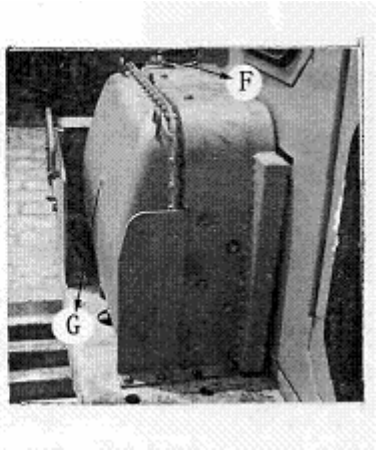

Рис. 5-14
2) В топливном баке (Рис. 5-14).